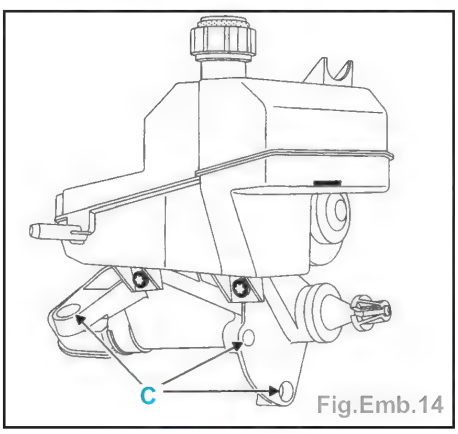

Fig.Emb.14
- les 3 vis du groupe électropompe (C) (Fig.Emb.14).